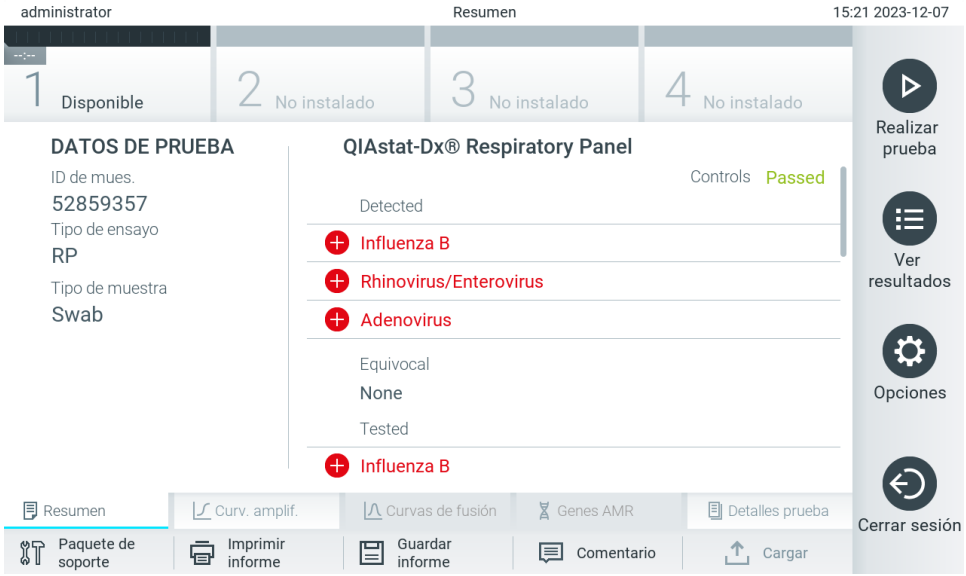

Figura 30. Pantalla de resultados Summary (Resumen).
11. Una vez que se ha expulsado el cartucho de ensayo QIAstat-Dx, aparecerá la pantalla de resultados Summary (Resumen) (Figura 30). Consulte la Sección 5.5 para más detalles.